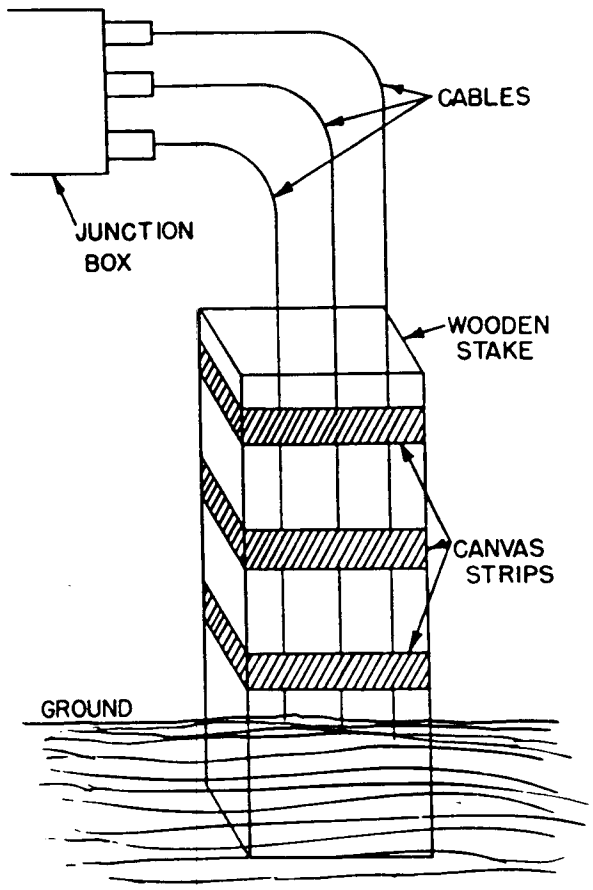

*Figure 107. Cable support.*
*c.* Support all cables at junction boxes and equipment receptacles as shown in figure 107.